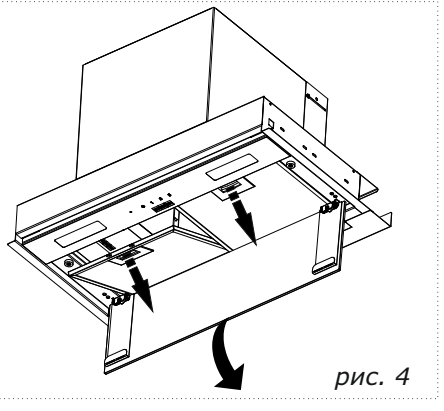

рис. 4
- перед установкой вытяжки необходимо снять алюминиевые фильтры (рис. 4, рис. 4а): для этого откройте стеклянную панель (рис.4), нажмите на пружинный замок на алюминиевом фильтре (рис. 4а) и затем потяните его вниз.
рис. 4а
- снимите алюминиевый фильтр (рис. 4, 4а);